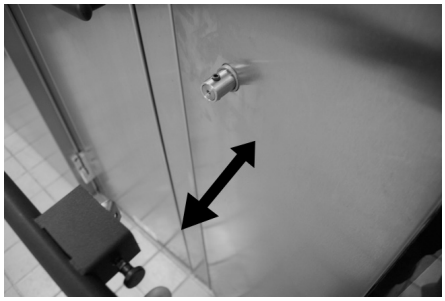

Fig. 13
B. Pull door handle out (Fig. 13).